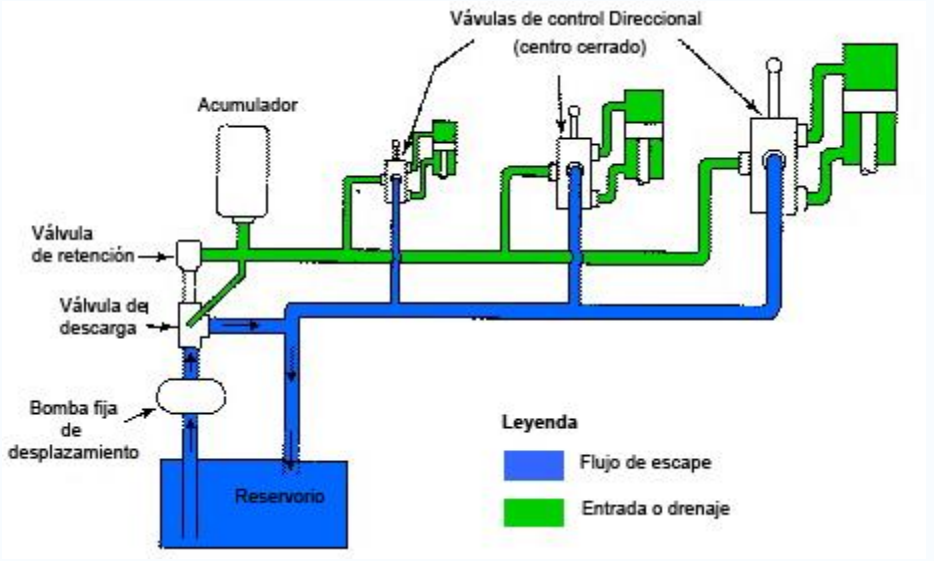

Figura 40
(1) Acumulador y bomba de desplazamiento fijo. La Figura 40 muestra un sistema de centro cerrado. En este sistema, una bomba de volumen pequeño pero constante carga un acumulador. Cuando un acumulador se carga a una presión completa, una válvula de descarga desvía el flujo de la bomba de vuelta al reservorio. Una válvula de verificación atrapa el aceite presurizado en el circuito.